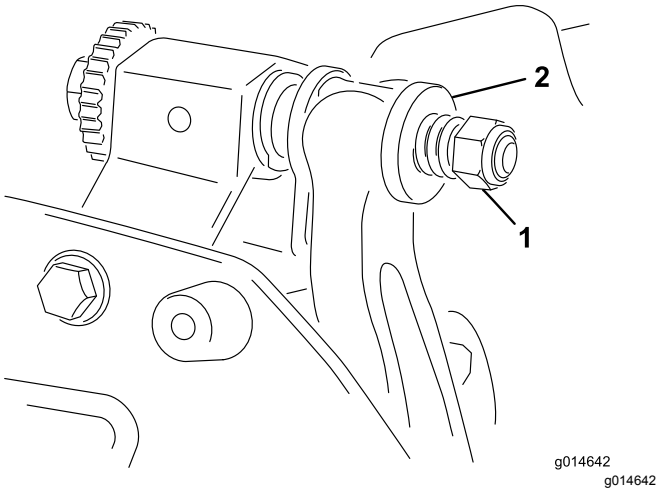

**Figur 22**
5. Dra åt fjäderspänningsmuttern tills fjädern pressas ihop, och vrid sedan ut den ett halvt varv (Figur 22).